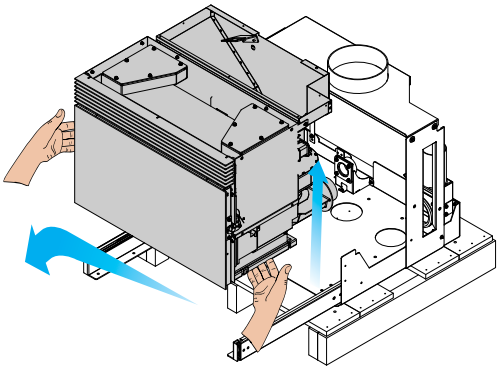

fig. 6.1.6
6) Levantar la máquina y retirarla de los raíles (fig. 6.1.6)